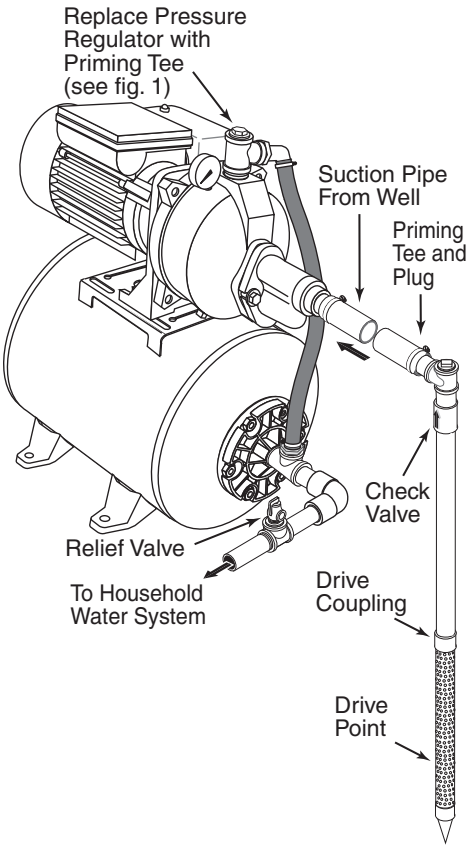

Figure 5 - Driven Point Installation
4. Assemble the foot valve, strainer, and well pipe (see Figure 5). Make sure that the foot valve works freely.
4. Mount the pump as close to the well as possible. See Figure 5.